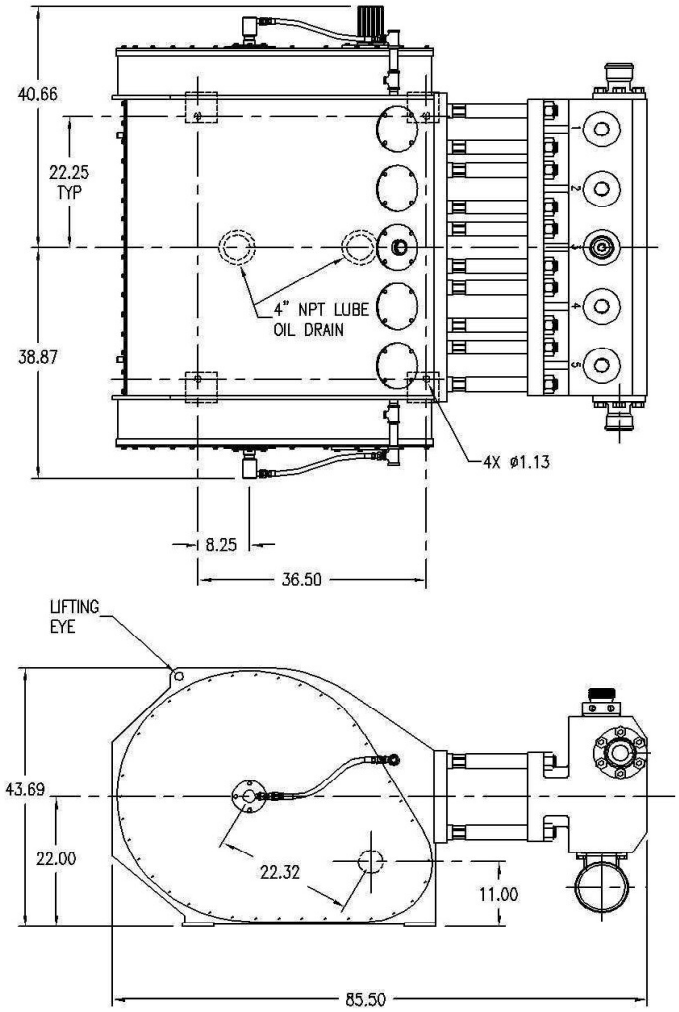

FIGURE 2-1: GD-2500Q Pump
The GD-2500Q quintuplex pump uses only two major assemblies: power end and fluid end. The gear reducer is located inside the power end. The pump is designed with a modular concept. Each assembly is a module that can be assembled, handled, installed, fixed, or transported separately from the rest of the pump (See FIGURE 2-1, page 9). The following is a brief description of the essential design features for each modular assembly.
The crankshaft and crossheads are on the same centerline. The fluid end is held in place and in alignment with the power end by the twenty (20) stay-rods. (See FIGURE 2-1).